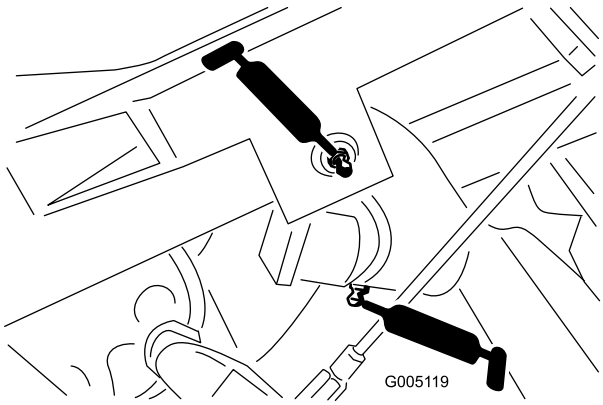

Figur 27
- Løftearmstapp (3) og svinghengsel (3) (Figur 27)